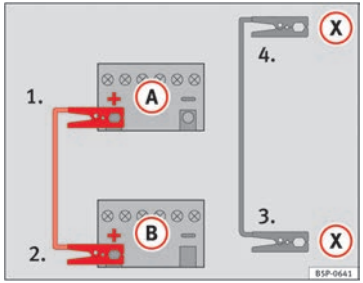

Fig. 173 Diagram of connections for vehicles with Start Stop system
– **For vehicles with Start-Stop system:** Connect one end of the *black* jump lead (X) to a suitable ground terminal, a solid piece of metal in the engine block, or to the engine block ⇒ Fig. 173.
5. Connect the other end of the *black* jump lead (X) to a solid metal component bolted to the engine block or to the engine block itself of the vehicle with the flat battery. However, connect it to a point as far as possible from the battery (A).